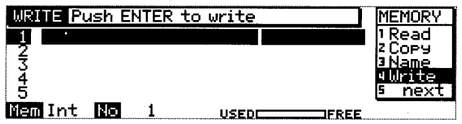

Fig.16
1. While pressing SHIFT key down, press FUNC5 key to call "MEMORY". (See Fig.16.)
1. While holding SHIFT key down, press FUNC5 key to call"MEMORY". (See Fig.16.)
1. SHIFT キーを押しながら FUNC 5 キーを押して，MEMORY を呼び出す。(Fig.16)